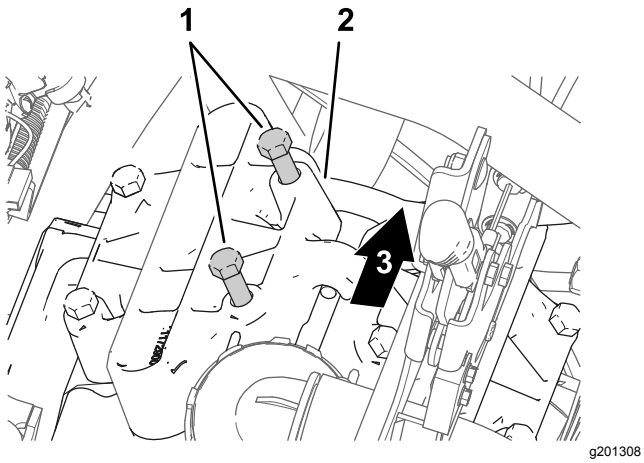

Figur 176
1. Ved pumpehovedet, som er placeret i positionen kl. 11, løsnes de 2 bolte som vist Figur 176 for at skabe et mellemrum på 7 til 10 mm mellem boltenes og pumpens hoveder.